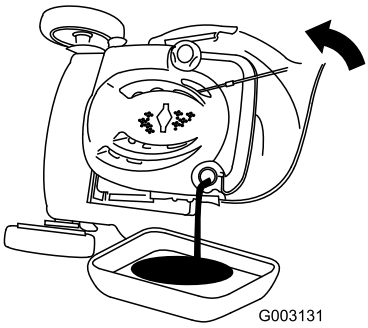

Figur 37
3. Tippa gräsklipparen på sidan (med luftfiltret uppåt) för att tömma ut den använda oljan genom påfyllningsröret (Figur 37).